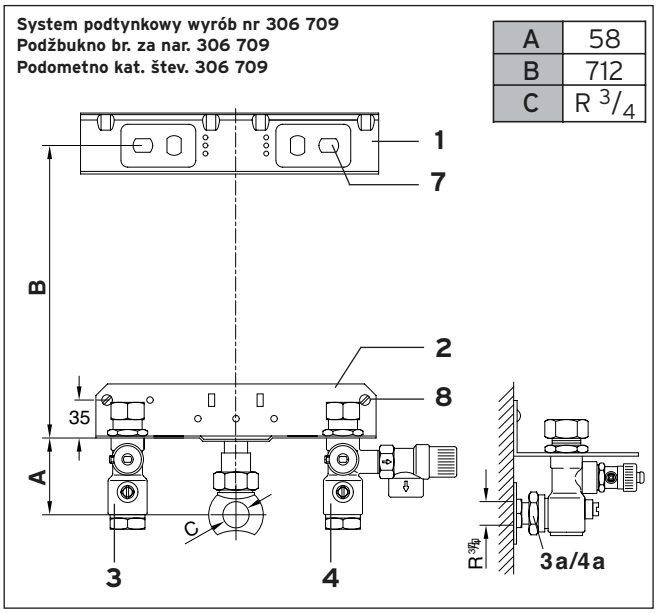

Rys. 3.5 Konsola przyłączeniowa VU (instalacja podtynkowa)
Objaśnienia do rys. 3.5 i 3.6
- Wyznaczyć przy pomocy znajdującego się na wyposażeniu kotła szablonu montażowego, położenie otworów mocujących dla listwy do zawieszenia kotła (**1**) i konsoli przyłączeniowej (**2**) (p. rys. 3.5, 3.6 i 3.7).